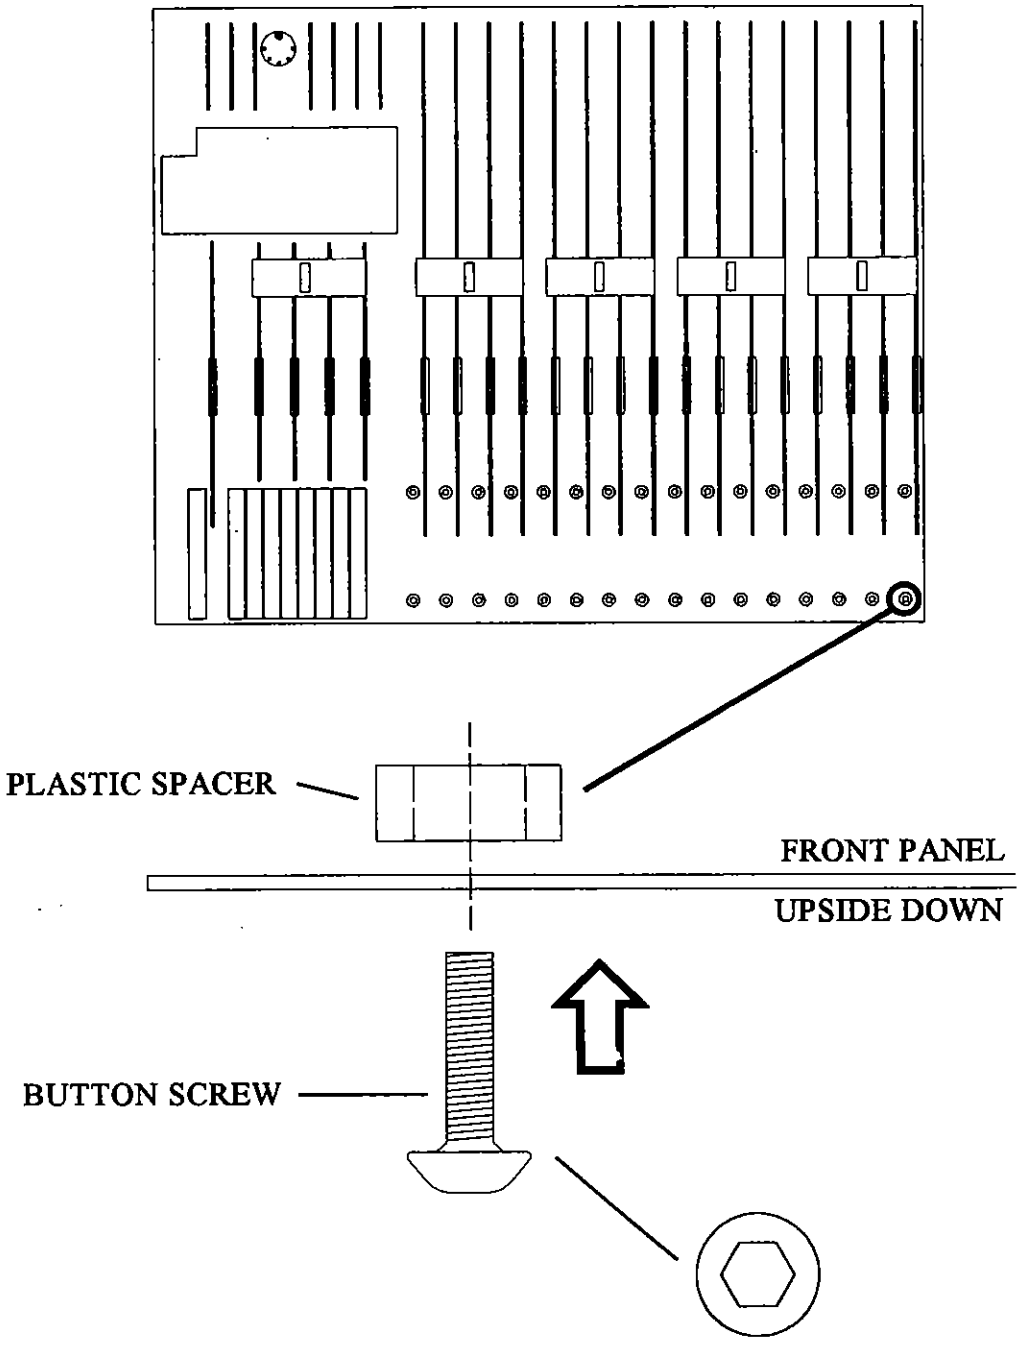

Fig. 7.
1. Fit the black plastic spacers supplied to the front panel using the "button" type fader mounting screws supplied. *see Fig. 7.* The plastic spacers will prevent the screws from falling out. Do this for every Input Channel fader.